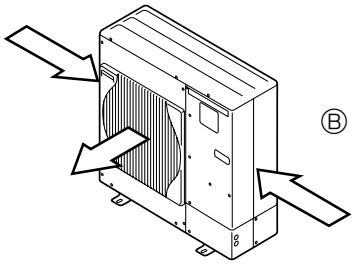

Fig. 2-4
③ Placer l'appareil de sorte que la sortie d'air souffle dans la direction perpendiculaire à celle des vents saisonniers, si celle-ci est connue. (Fig. 2-4)